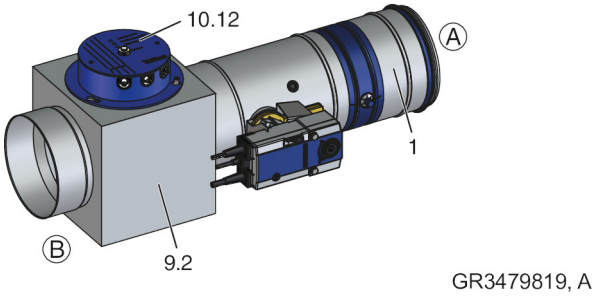

Afb. 8: FKRS-EU met veerretourmotor en rookmelder in een rechthoekig luchtkanaal
- De rookmelder moet aan de bovenzijde in het luchtkanaal gemonteerd worden, zie Afb. 8 .